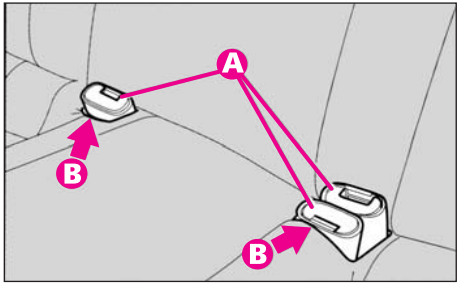

fig. 23
-fixați centurile de siguranță (**A-fig. 23**) în carcasele lor (**B**) de pe scaun;